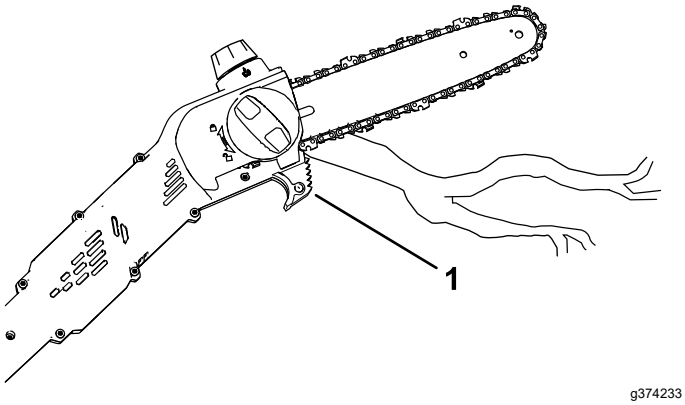

Figura 12
5. Corte con la rama cerca de la parte trasera de la espada guía y cerca de la guía de corte; presione la podadora ligeramente contra la madera y deje que el peso de la podadora dirija el corte (Figura 12).